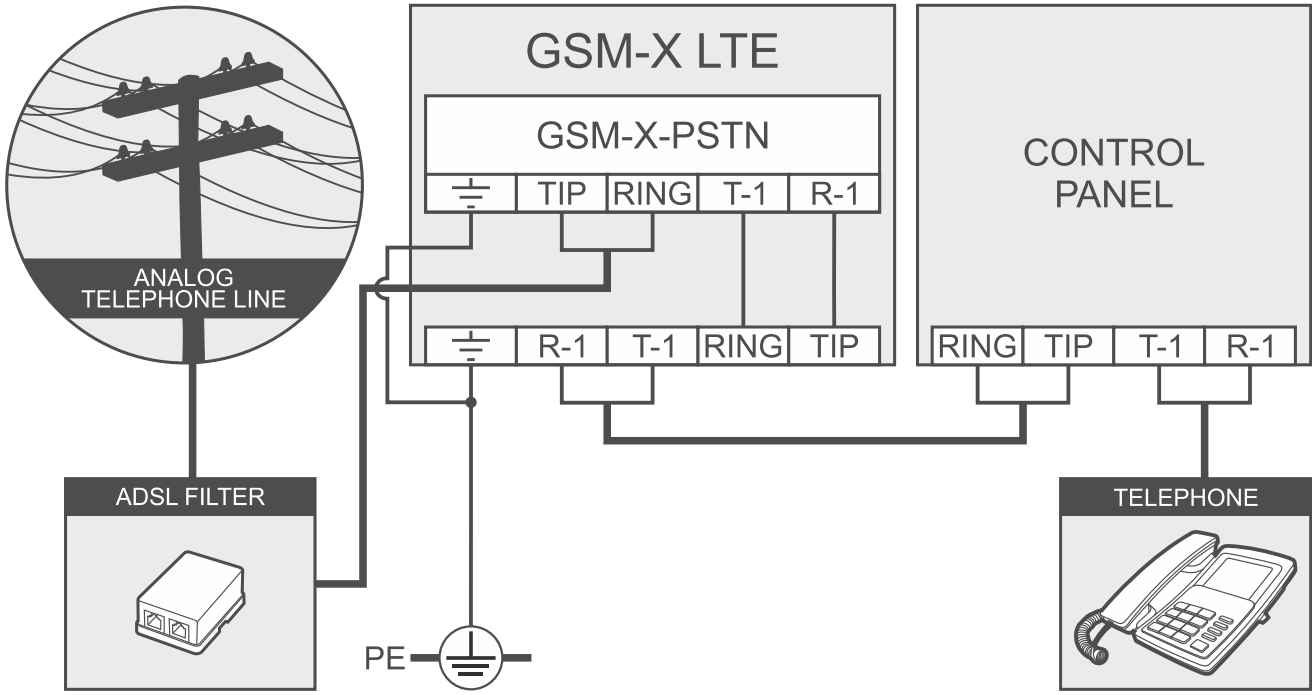

Fig. 22. Connecting the GSM-X-PSTN module to the GSM-X LTE module.
4. Connect terminals T-1 and R-1 of the module to terminals TIP and RING of the GSM-X LTE module (Fig. 22).
5. Connect the incoming telephone line to terminals TIP and RING. If the ADSL service is used on the premises, the module should be connected after the ADSL filter (Fig. 22).
6. Connect terminals T-1 and R-1 of the GSM-X LTE module to terminals TIP and RING of the control panel (Fig. 22). Any telephone located on the premises can be connected to terminals T-1 and R-1 of the control panel.
7. Connect terminals ⏚ of the GSM-X LTE and GSM-X-PSTN modules to the protective earth conductor (PE) of the 230 VAC mains (Fig. 22). To make the connection, use a conductor with ≥0.75 mm^2 cross-section. Never connect the ⏚ terminal to the neutral conductor (N).